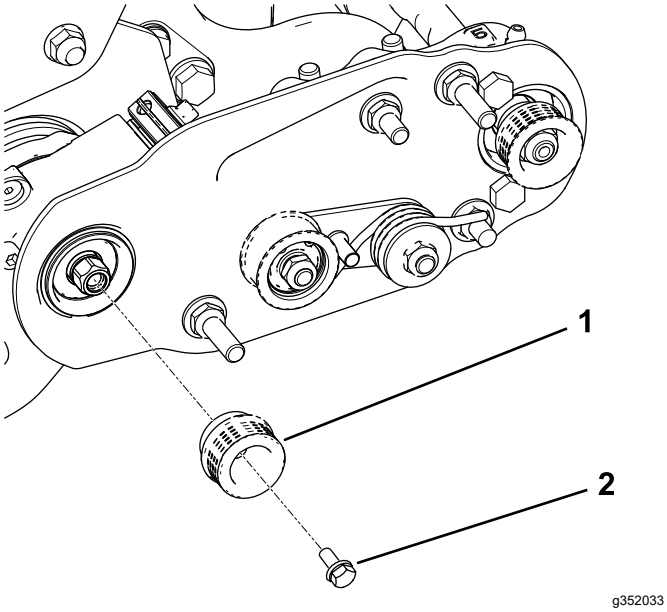

Figuur 15
2. Monteer de aandrijfpoelie op de groomeras (Figuur 15).
3. Breng blauw schroefdraadborgmiddel aan op de flenskopbout en gebruik de bout om de poelie aan de aandrijfas te bevestigen; zie Figuur 15.